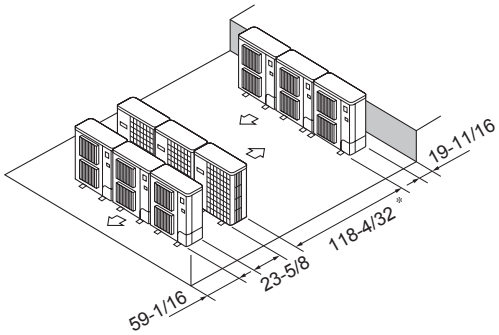

Fig. 3-16
⑥ Disposition pour plusieurs appareils parallèles (Fig. 3-16)